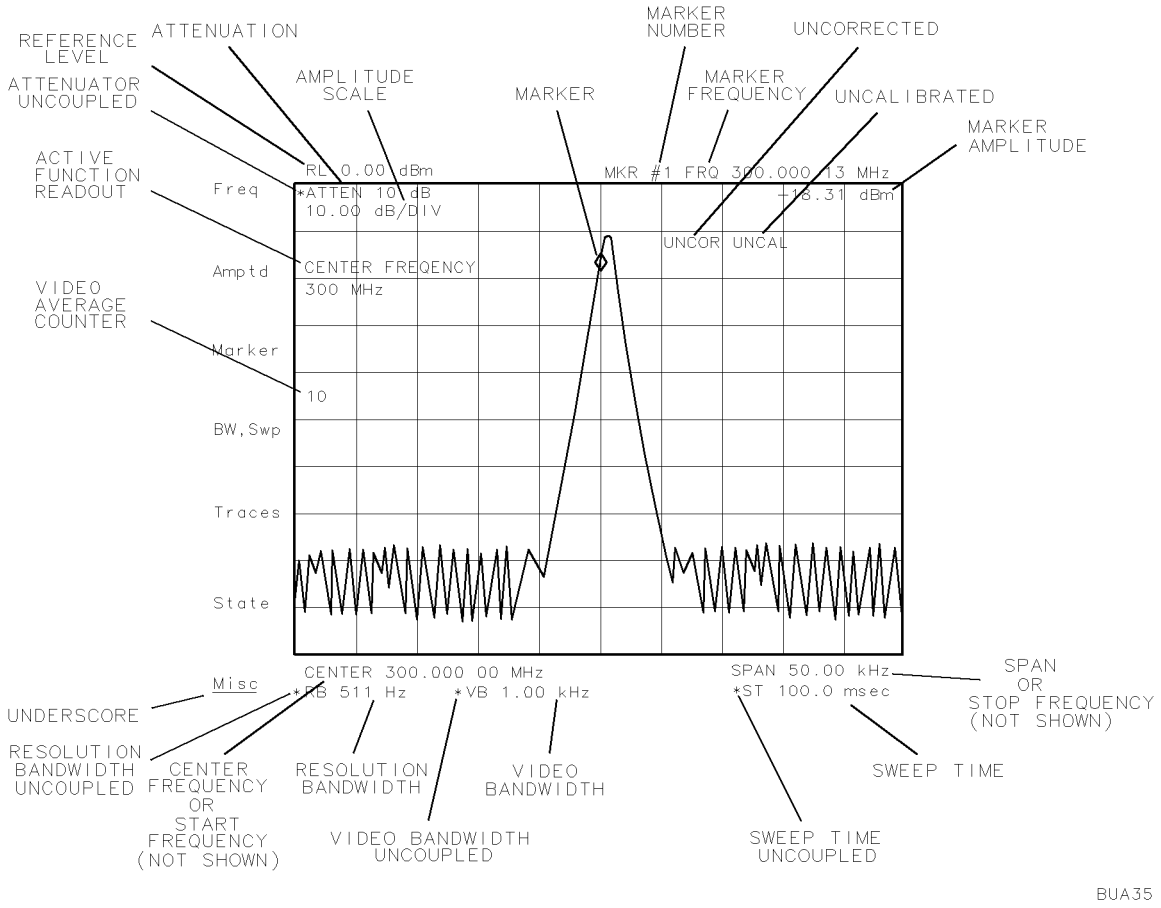

Figure 1-6. Common Measurement Indicators
When functions are uncoupled, Man is underscored and an asterisk (*) appears next to the function annotation at the display-screen perimeter. Refer to Figure 1-6 for the location of each "uncoupled function" asterisk.
- Figure 1-6 describes the annotation that is displayed during most measurement procedures.